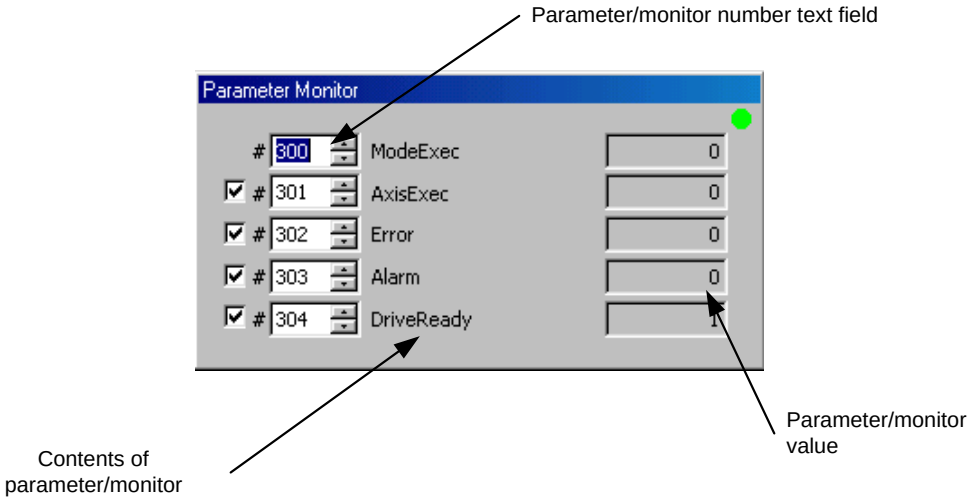

Figure 7.10 “Parameter Monitor” dialog box
(1) Parameter/monitor
In the “Terminal” menu, click *“Parameter/Monitor (M)”* under “Monitor” to display the “Parameter/Monitor” dialog box (see Figure 7.10).